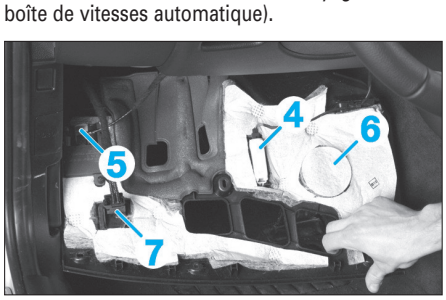

Fig. 13
• Débrancher les connecteurs **(Fig.13)** :
- de l'éclaireur de plancher (4),
- de l'antenne Bluetooth (5) (selon niveau d'équipement),
- du haut-parleur du dispositif mains libres (6) (selon niveau d'équipement),
- du faisceau du contacteur d'embrayage (7) (avec boîte de vitesses automatique).